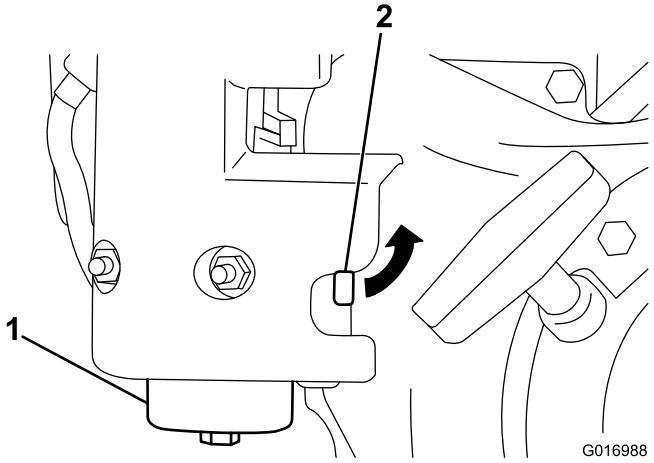

**Figur 32**
1. Steng drivstoffventilen, og skru av bollen fra filteret (Figur 32).